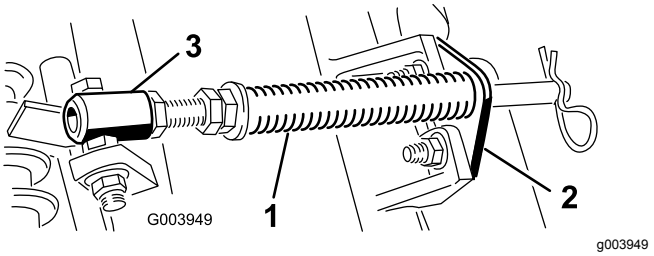

Figura 5
A. Retire os 2 parafusos de carroçaria e porcas que prendem o suporte da barra aos separadores da unidade de corte (Figura 5).
B. Retire a porca flangeada que prende o parafuso com cabeça do tubo de mola ao separador da estrutura de suporte (Figura 5). Retire o conjunto.